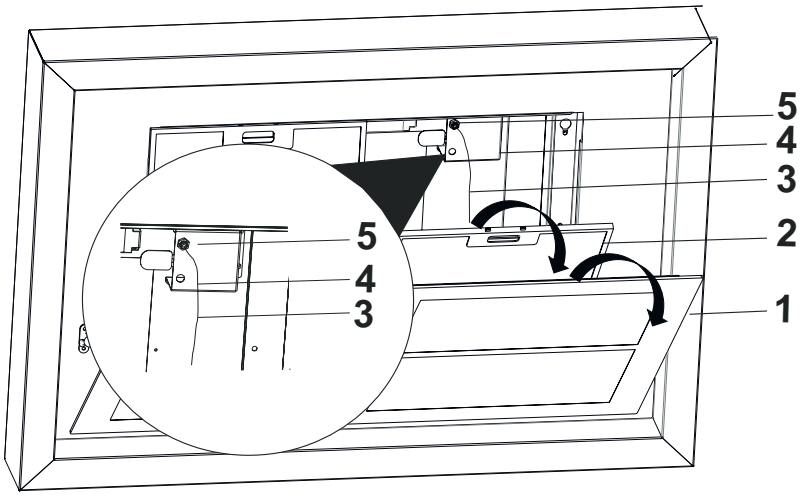

Fig. 32
5. Vip kantsugpladen ud, ved at tage fat i hjørnerne og hive forsigtigt i den (Fig. 32/1).
Fjern fedtfiltrene (Fig. 32/2) og træk stålwirerne igennem sikkerhedslåsene oppe fra og ned (Fig. 32/5) . Gør dette for alle 4 stålwirer der medfølger.